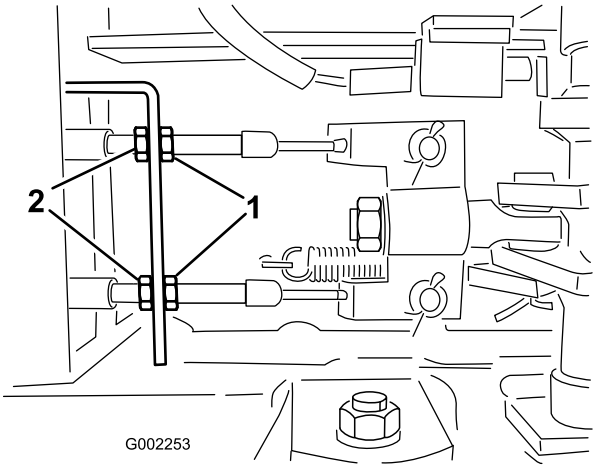

Figuur 54
5. Draai de voorste moeren op remkabels onder het vooreinde van de spuitmachine los (Figuur 54).
6. Draai de achterste moeren gelijkmatig vast totdat het rempedaal een vrije slag van 1 tot 2 cm heeft voordat u weerstand voelt (Figuur 54).